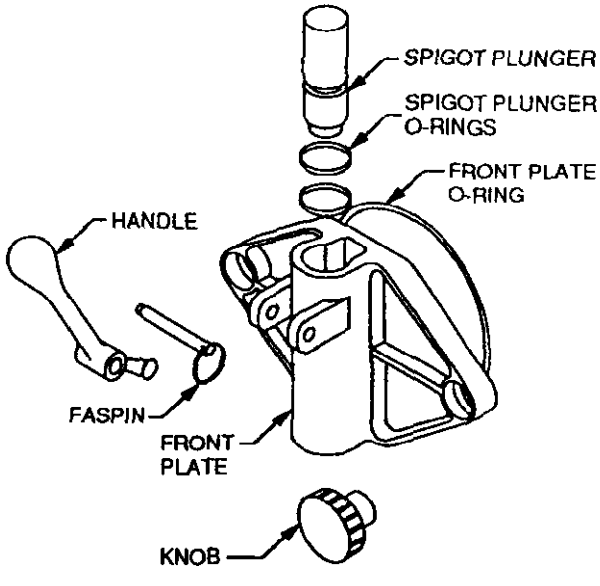

FIGURE 8
10. Disassemble the front plate by removing the faspin and removing the handle. With the handle removed, the spigot plunger can be pushed out to the top of the front plate. (See Figure 8).